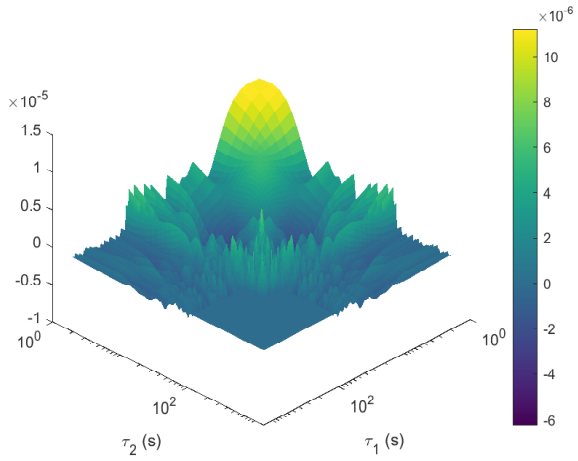

Figure 4. Triple correlation profile. Average S3CS profile for all τ_1 and τ_2 delay times.
12. **Step 11.** Plot the average 3D surface for all τ_1 and τ_2 delay times. This function plots the average S3CS profile from all pixels in the line scan (Fig. 4).